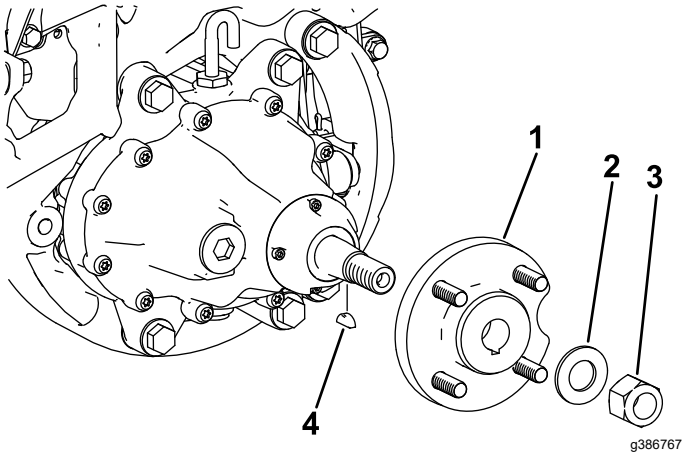

Figur 8
1. Monter hjulnavet, der blev fjernet tidligere, med den tilhørende låsemøtrik og spændeskive (Figur 8).
3. Monter woodruff-federen (Figur 8).